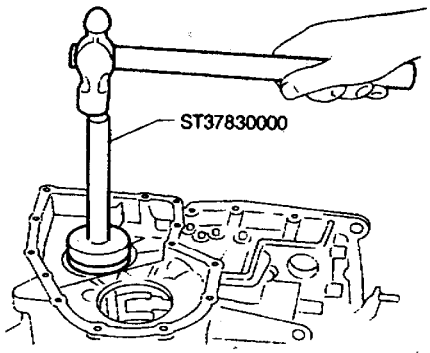

图 9－13－153
(6) 如图 9－13－155 所示，把输出齿轮轴承外座圈装到轴承座上。